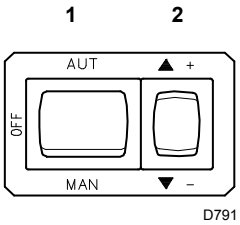

Fig. 23
– Avviare il bruciatore chiudendo i telecomandi e con l’interruttore 1) (Fig. 23) in posizione “MAN". Appena il bruciatore si avvia controllare il senso di rotazione della girante del ventilatore dal visore fiamma 22) (Fig. 1 pag. 8).
– Quando il gasolio fuoriesce dalla vite 3) la pompa è innescata. Fermare il bruciatore: interruttore 1) (Fig. 23) in posizione “OFF” ed avvitare la vite 3).
Premere il pulsante 2) (Fig. 23, pag. 21) " diminuzione potenza " e tenerlo premuto fino a quando il servomotore si è portato a 20° (regolazione fatta in fabbrica).
Dopo la regolazione della portata di accensione e di modulazione minima si passa alla regolazione della portata massima premendo il pulsante 2) (Fig. 23, pag. 21) verso il segno "+" fino a quando il servomotore 28) (Fig. 1, pag. 8) raggiunge la posizione massima di 130°.
Premere il pulsante 2) (Fig. 23, pag. 21) "aumento potenza" in modo che il servomotore ruoti di circa 15°. Regolare le viti fino ad ottenere una combustione ottimale. Procedere allo stesso modo con le viti successive.